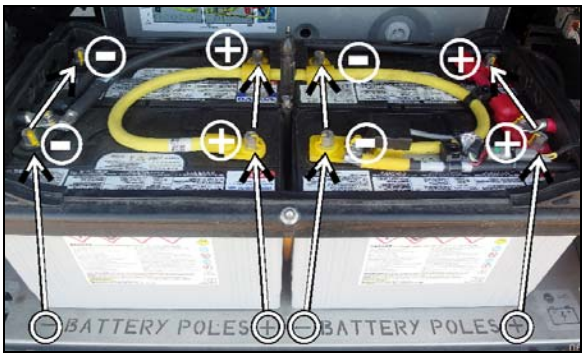

FIGURE 37: GROUPE DE BATTERIES INSTALLÉES
1. Pour éviter une installation inappropriée concernant l'agencement de la polarité des batteries, un signe (+) et un signe (-) ont été gravés dans le métal de la plateforme. Lors de l'installation, faire coïncider le pôle positif et le pôle négatif avec les signes correspondants de la plateforme. (Figure 37)